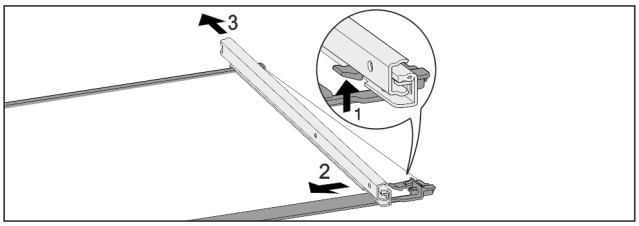

Fig. 165 Tablette en verre avec rails
▶ Pousser le crochet d'enclenchement avant vers le bas. *Fig. 165 (1)*
▶ Pousser le rail télescopique vers le côté *Fig. 165 (2)* et vers l'arrière *Fig. 165 (3)*.